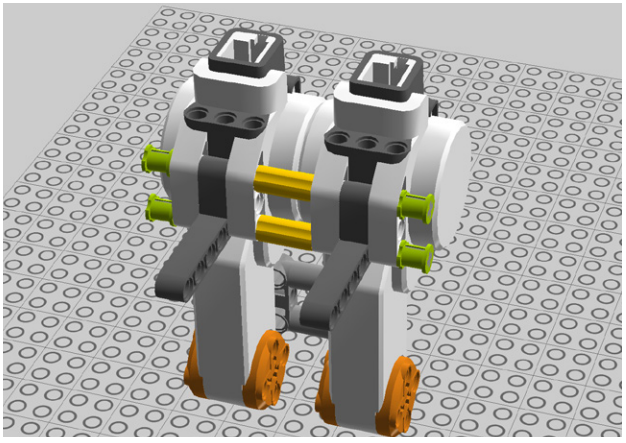

Figure 1-20. *Step 16: Securing the cross axles*
16. Secure the cross axles with bushes (see Figure 1-20). Now you're done connecting the two motors.